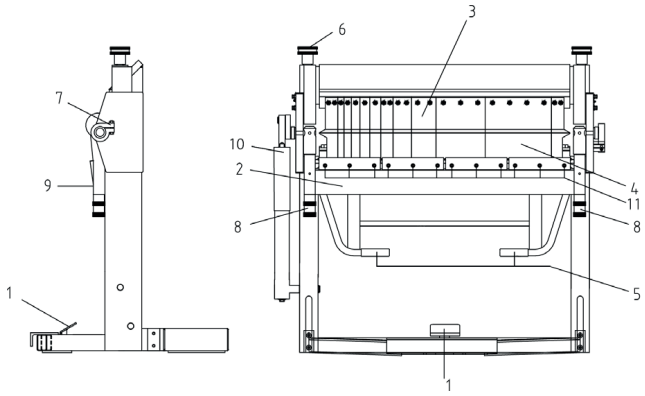

Fig. 5 Éléments de commande
- Les éléments de commande sont illustrés en figure 5 «Éléments de commande». Avant le début du travail, la butée d'angle de pliage (7) doit être desserrée. Ensuite, la pression de serrage doit être réglée avec les vis de réglage (6). Ces vis doivent être serrées de façon que la pédale (1) s'enclenche quand on l'actionne.
- L'écart de pliage se règle en tournant des vis de réglage (6).